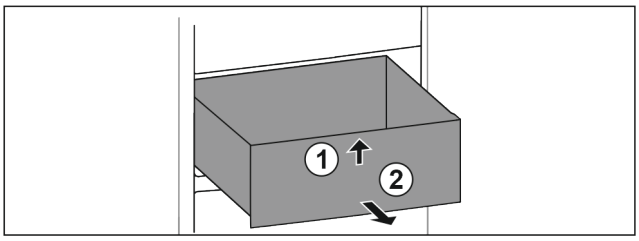

Fig. 166
▶ Emelje meg a fiók elejét. *Fig. 166 (1)*
▶ Vegye ki a fiókot előrefelé. *Fig. 166 (2)*